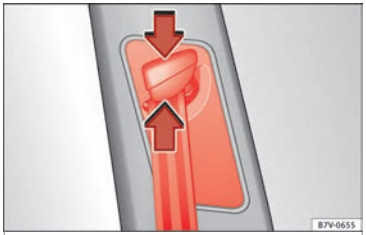

Fig. 90 Next to the front seats: belt height adjuster
- Keep the guide device pressed down in the direction of the arrow ››› **Fig. 90**.